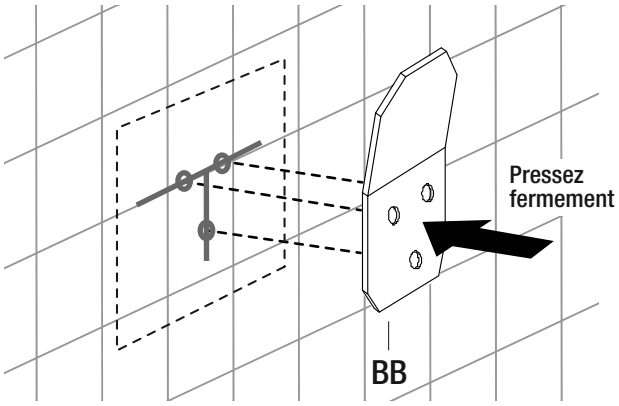

Fig.14B
Si vous préférez NE PAS utiliser de vis murales pour fixer le support inférieur (BB) au mur, décollez simplement la pellicule de protection de l'adhésif double face (BB) situé sur le support inférieur et fixez le support au mur en l'alignant d'abord sur les trous dessinés préalablement, puis en le pressant fermement contre le mur de 5 à 10 secondes, comme le montre la figure 14B.